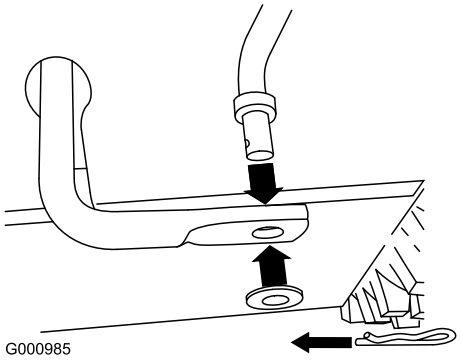

Figur 4
1. Sett den nedre enden av stangen inn i den nedre leddarmen, slik at den bøyde enden av hastighetskontrollstaget er vendt bakover (Figur 4).
2. Fest den nedre enden av hastighetkontrollstaget med en flat skive og en hånålssplint (Figur 4).